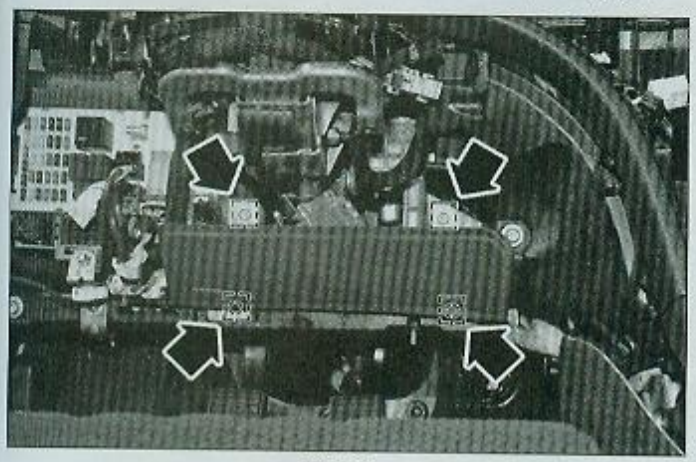

FIG. 26
• Déposer les 4 vis de fixation du module d'airbag genoux conducteur, le dégager partiellement afin de débrancher son connecteur et le déposer. (Fig.26).